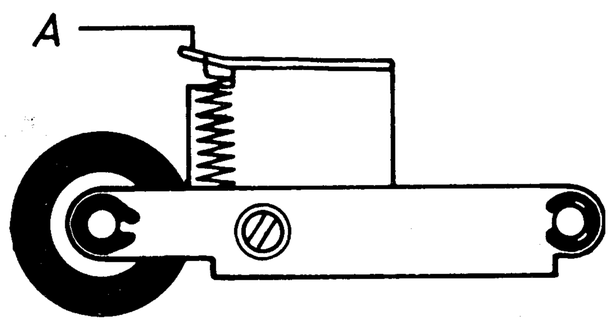

Fig. 9
4.2 Adjusting the Pressure Between the Pressure Roller and the Capstan (see Fig. 9)